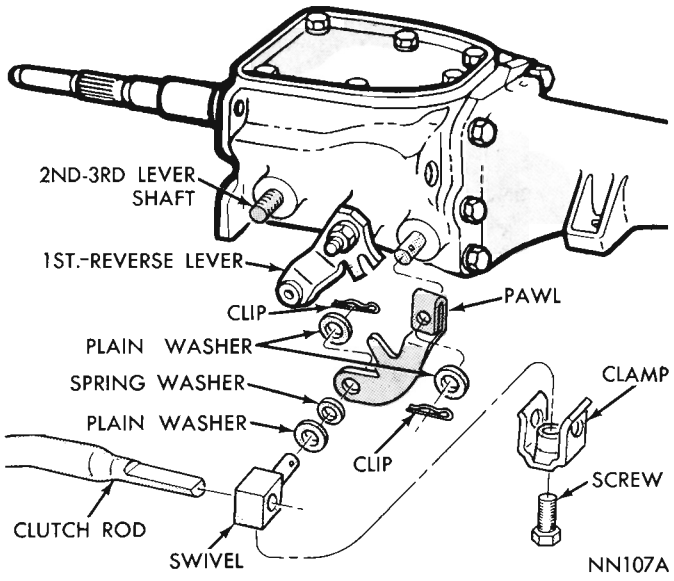

Fig. 7—Gearshift Interlock
(2) On models equipped with 3 speed transmissions disconnect gearshift interlock rod by loosening rod swivel clamp screw (Fig. 7).
Gearshift Interlock (Fig. 7)